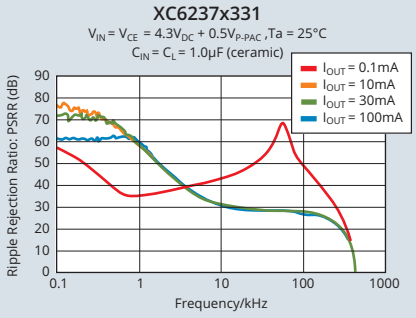
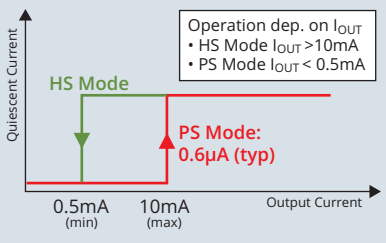

Figure 3: Power Supply Rejection Ratio (PSRR)
Figure 2: Schaltpunkte HS Mode & PS Mode
Der XC6237 besitzt auch die TOREX eigene Green Operation Funktion (GO), welche automatisch zwischen High-Speed Mode (HS) und einem Power Save Mode (PS) in Abhängigkeit des Ausgangsstroms bei einem intern fixierten Punkt schaltet. Figure 2 zeigt die Schaltpunkte zwischen HS Mode & PS Mode und umgekehrt. Die TOREX GO Schaltung reduziert den Eigenstromverbrauch auf geringe 0.6µA bei geringen Lasten (I_{OUT} < 0.5mA) automatisch, auch werden extrem gute Werte für Ripple Rejection von 60dB @1kHz in HS Mode (Figure 3) erreicht.